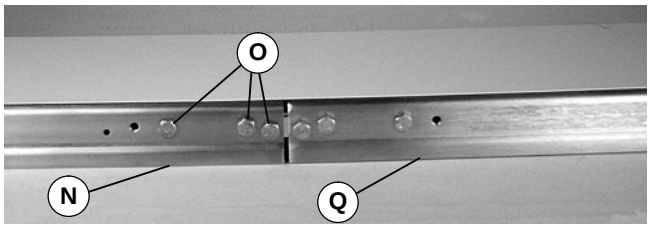

Abbildung 7
5. Die Förderbandbsegmente (N und Q in Abbildung 7) zusammenfügen. Schrauben (O) auf beiden Seiten installieren. Mit 10,4 Nm festziehen.